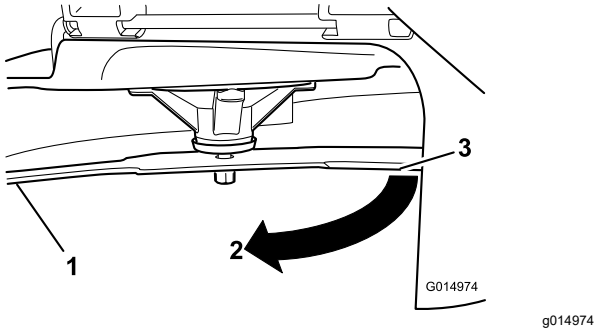

Figur 103
3. Uppmätt avstånd mellan kniv och yta (A)
4. Rotera samma kniv 180 grader så att den motsatta skäreggen nu är i samma läge (Figur 103).